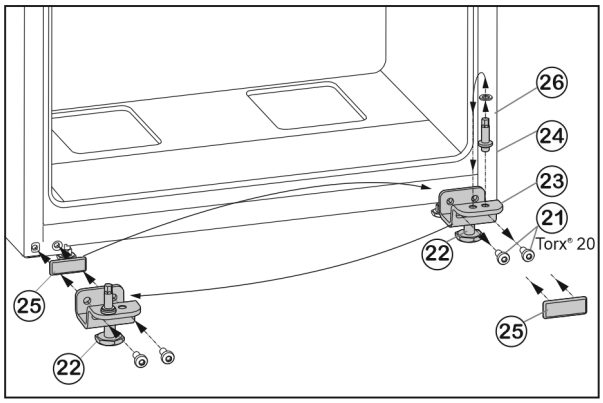

Fig. 7
▶ Odkręcić śruby mocujące *Fig. 7 (21)*.
▶ Usunąć dolną płytkę zawiasu *Fig. 7 (23)*, wraz z trzpieniem zawiasu *Fig. 7 (24)*, podkładką *Fig. 7 (26)* i nóżką *Fig. 7 (22)*.
▶ Odkręcić cały trzpień zawiasu *Fig. 7 (24)* z podkładką *Fig. 7 (26)*, przełożyć do przeciwległego otworu mocującego płytki zawiasu i tam dokręcić.
▶ Ostrożnie zdjąć płytkę osłaniającą *Fig. 7 (25)* i przełożyć na przeciwną stronę.
▶ Całą dolną płytkę zawiasu *Fig. 7 (23)* wraz z trzpieniem zawiasu *Fig. 7 (24)*, podkładką *Fig. 7 (26)* i nóżką *Fig. 7 (22)* ponownie przykręcić po nowej stronie zawiasu, ew. przy użyciu wkrętarki akumulatorowej **(z siłą 4 Nm)**.
▶ Założyć dolne drzwi od góry na sworzeń zawiasu *Fig. 7 (24)*.
▶ Wykręcić nóżkę *Fig. 7 (22)* przy dolnej płytce zawiasu *Fig. 7 (23)*, aż będzie przylegać do podłoża.